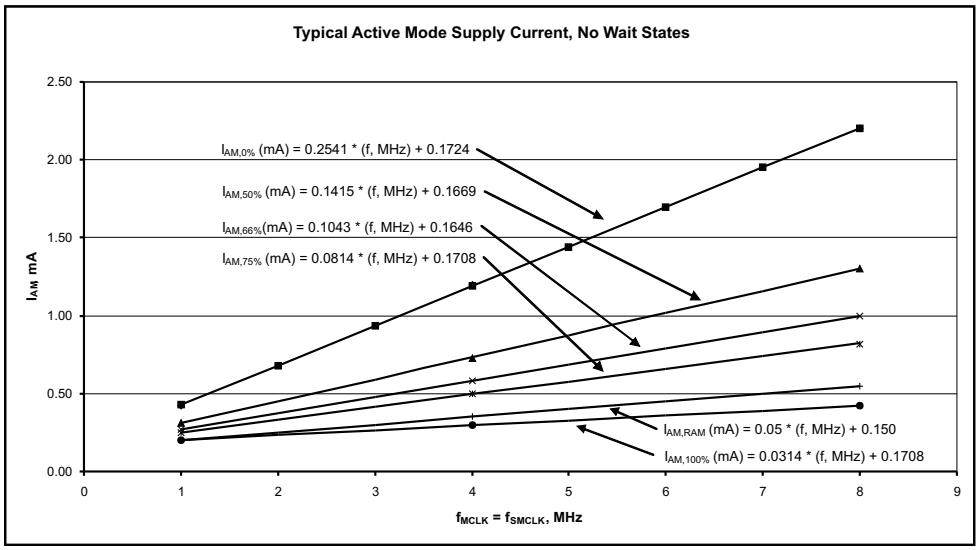

Figure 4-1. Typical Active Mode Supply Currents, No Wait States
(7) See Figure 4-1 for typical curves. Each characteristic equation shown in the graph is computed using the least squares method for best linear fit using the typical data shown in Section 4.4.